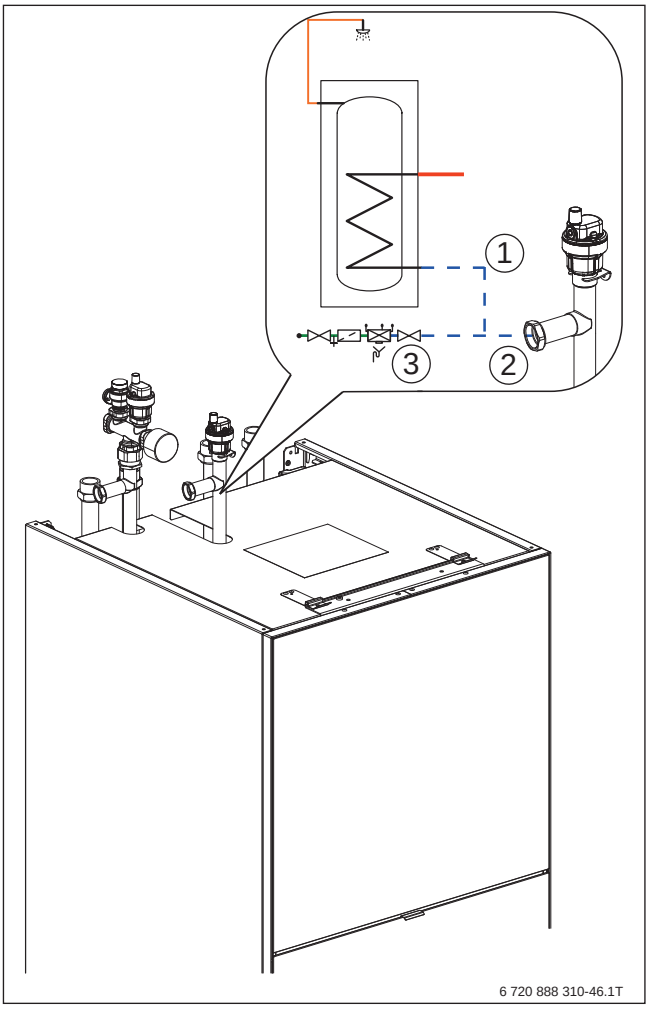

Bild 88 Befüllung Heizungsanlage und Heizkörper über Rücklaufleitung Wärmepumpe
- ▶ Die Warmwasser-Rohrleitungen zwischen der Inneneinheit und dem seitlich platzierten Warmwasserspeicher installieren. VW2-Füllhahn am Rücklaufrohr der Warmwasser-Rohrwendel (kalt) installieren → Bild 88.